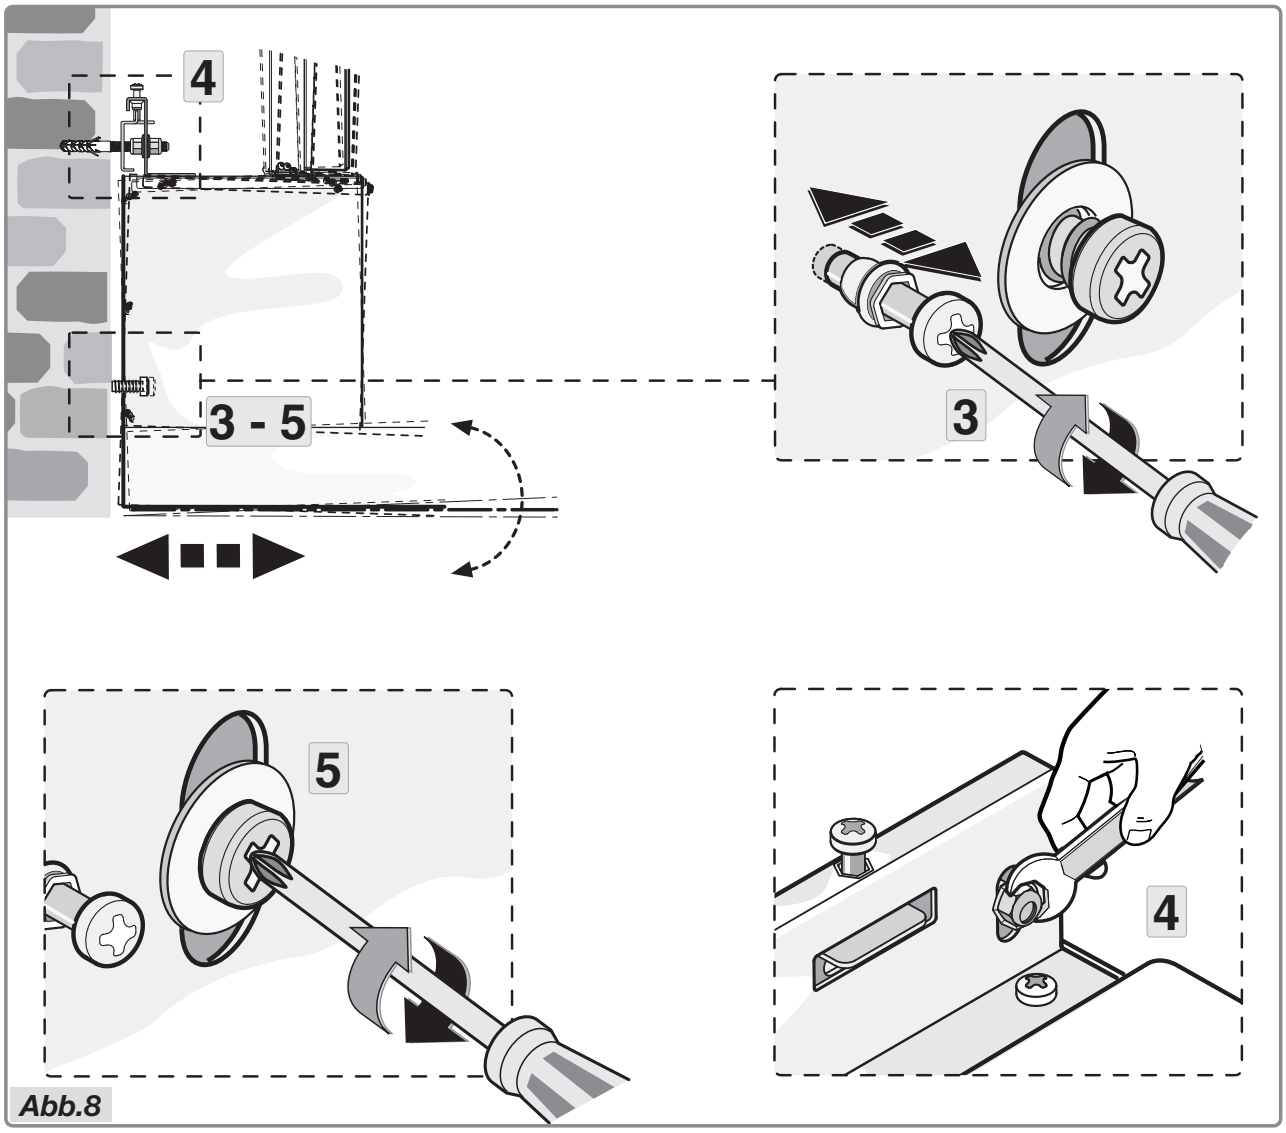

Abb.8
- Richten Sie das Gerät waagerecht aus, indem Sie die zwei Justierschrauben in der Nähe der Sicherheitsbohrungen entsprechend einstellen (Abb.8 Schritt 3).
- Ziehen Sie nach der Ausrichtung der Abzugshaube sowohl die Schrauben der Abb.8 Schritt 4 als auch die Sicherheitsschrauben ganz an (Abb.8 Schritt 5).